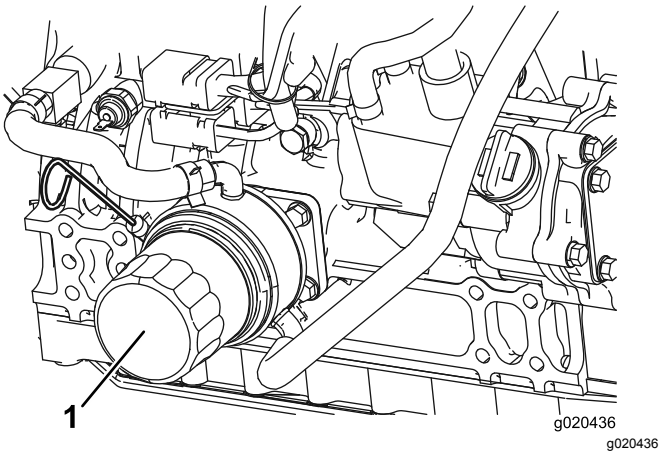

Figur 75
2. Avlägsna oljefiltret (Figur 75). Stryk på ett tunt lager ren olja på den nya filterpackningen innan den skruvas på. **Dra inte åt för hårt.**